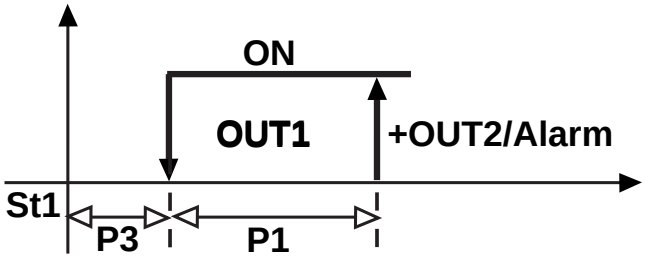

Fig.44
*The graph below (fig. 44) shows the new control logic:*